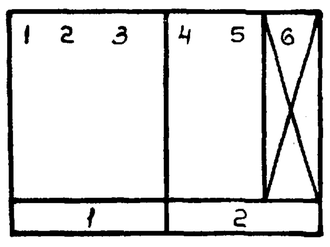

Рис. 2
1. Для 2-х - 6-ти секций градирен использовать фасад панели 1 и 2; приборы неустановленных двигателей вычеркнуть. Например: для 5-ти секционной градирни привязку выполнить как показано на рис. 2.